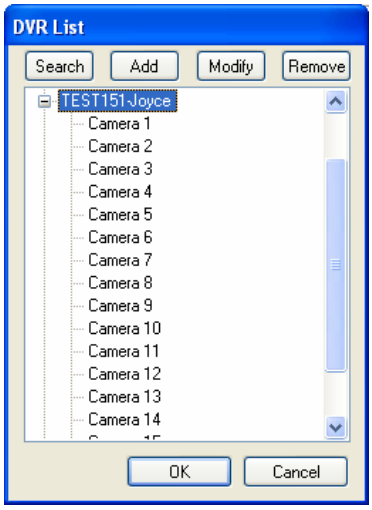

Figure 5-2
6. Expand the Host folder listed in the DVR List dialog box (Figure 5-2), select one camera and click **OK**. The mapped **Host Name** and **Camera** are displayed on the Controller Setup dialog box.
1. You can modify the host or camera name in the DVR List dialog box (Figure 5-2) by clicking the listed name directly.